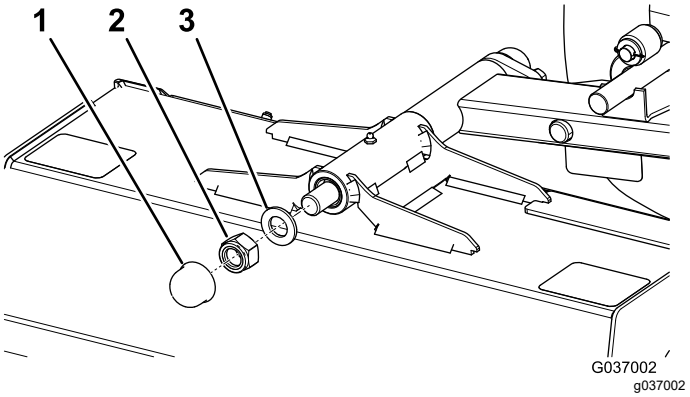

Figur 76
4. Fjern dækslet, og fjern møtrikken (M24) og spændeskiven fra drejeakslen (Figur 76).
5. Sæt spændeskiven og låsemøtrikken (M24) på, og stram låsemøtrikken (Figur 76).